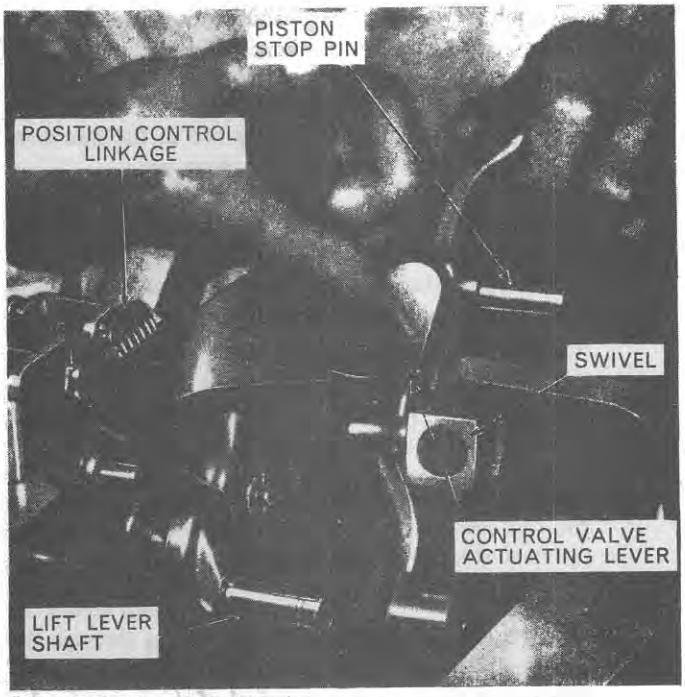

Figure 37
10. Install the control valve actuating lever and swivel assembly on the control lever shaft and secure the lever with a snap ring, Figure 37.